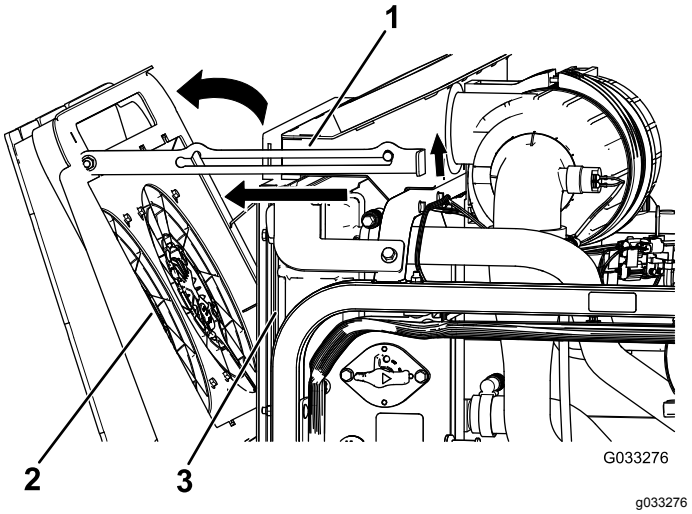

Figur 107
2. Drej motorkøleventilatorerne bagud og væk fra køleren og sæt støttepinden fast i hakket (Figur 107).